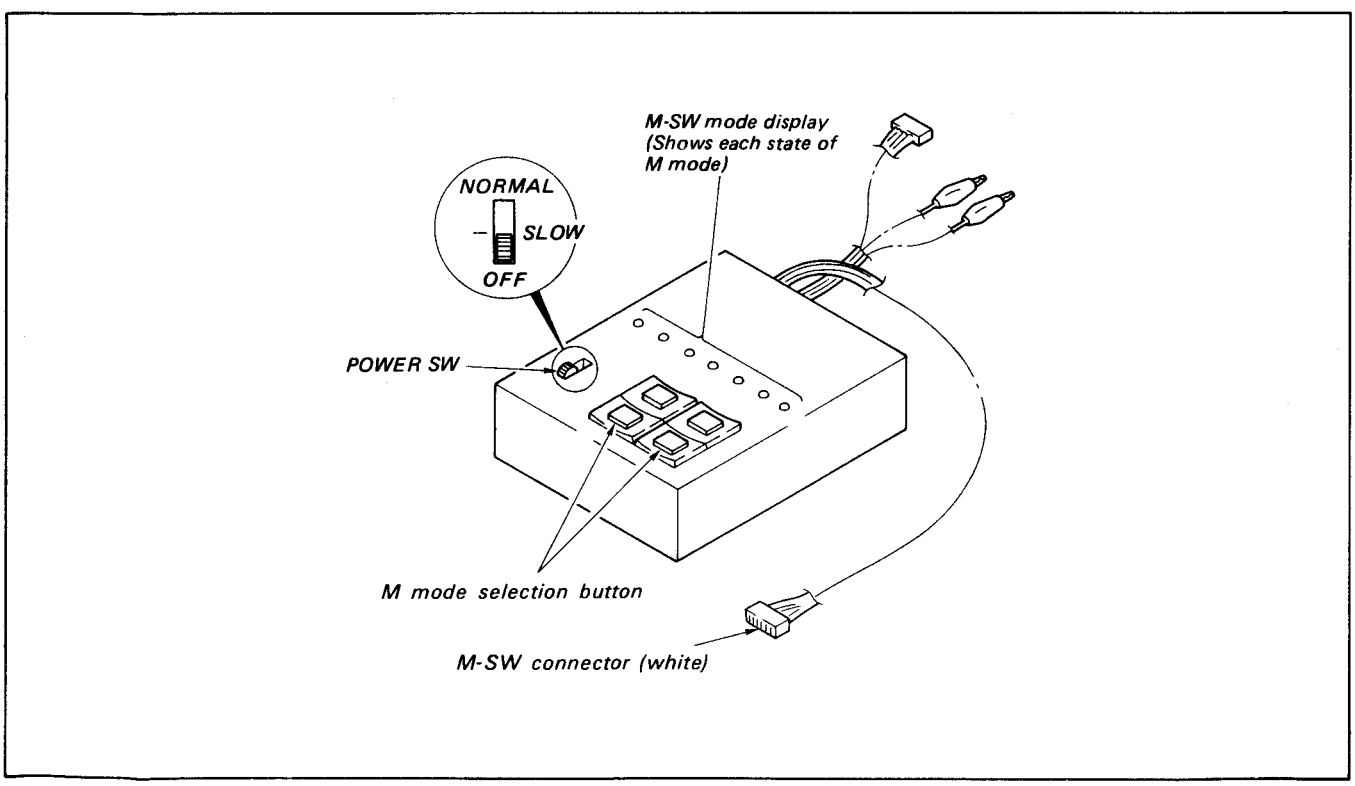

Fig. 2-8
1. Name of each section (See Fig. 2-8)